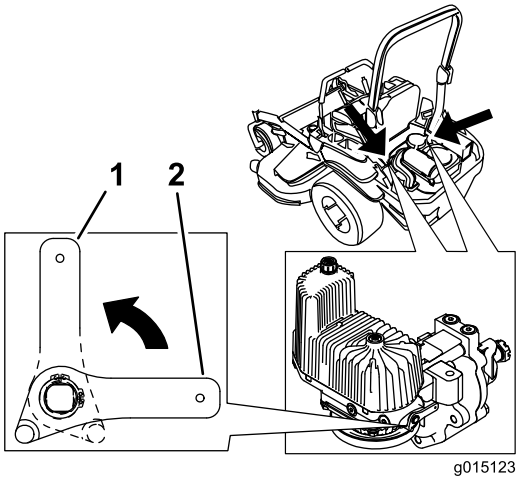

**Figure 34**
2. Rotate the release valve levers vertically to push the machine. This allows hydraulic oil to by-pass the pump enabling the wheels to turn (Figure 34).
4. Rotate the release valve levers horizontally to run the machine (Figure 34).